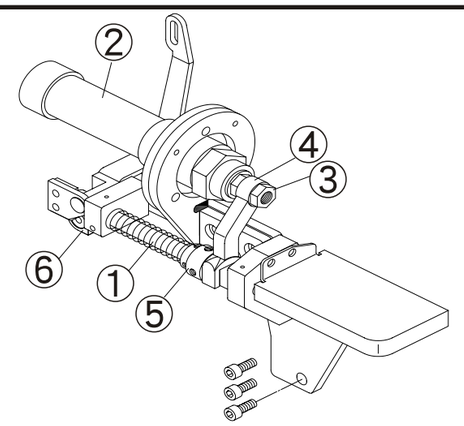

Fig. 63
(1) Confirme que el rebordeador es guiado por la barra conectora 1 y por el cilindro de aire 2. también el suave movimiento de izquierda/derecha de estos dos (Fig. 63)
(2) El golpe fijo del eje principal del cilindro de aire debe estar ajustado a 17 mm, como también los movimientos de golpe del rebordeador inferior a 30mm. Para el ajuste. Por favor afloje el tornillo 3 y ajuste el bloque tope 4 de izquierdo y derecho para que se acomode a los golpes.
(3) Después de ajustar los golpes, afloje un poco la tuerca 5 y mueva el soporte del cilindro de aire 6 de izquierda a derecha. Esto pueda cambiar la posición izquierda/derecha de la punta del or inferior t el centro de la barra aguja.
(4) Si el sincronizador no esta perceptivo. Por favor ajustar el soporte del cilindro de aire 6.